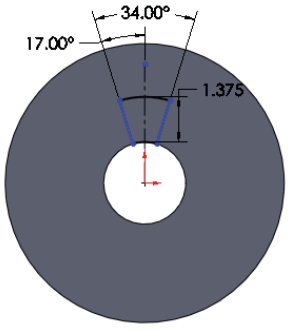

Figure 2-36 *Sketch after applying dimensions*
27. Apply angular dimensions between the inclined lines and the inclined line and centerline by using the **Smart Dimension** tool, as shown in Figure 2-36.